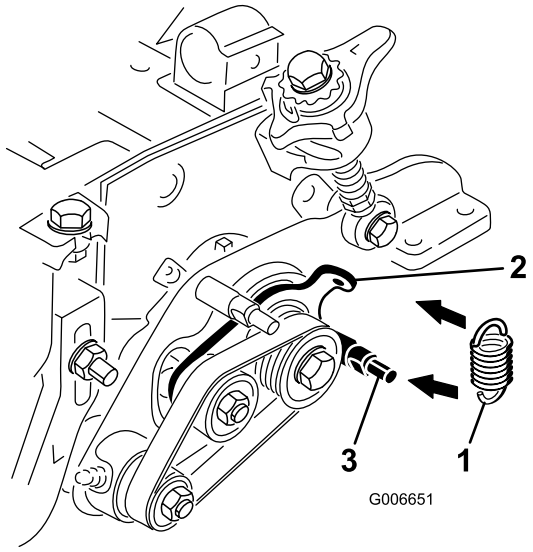

Figure 11
22. Accrochez le ressort de tension dans le trou de la languette de la plaque de tension et autour de la rainure du goujon inférieur de la plaque de groomer (Figure 11). L'extrémité ouverte du crochet du ressort doit être positionnée vers la poulie d'entraînement.